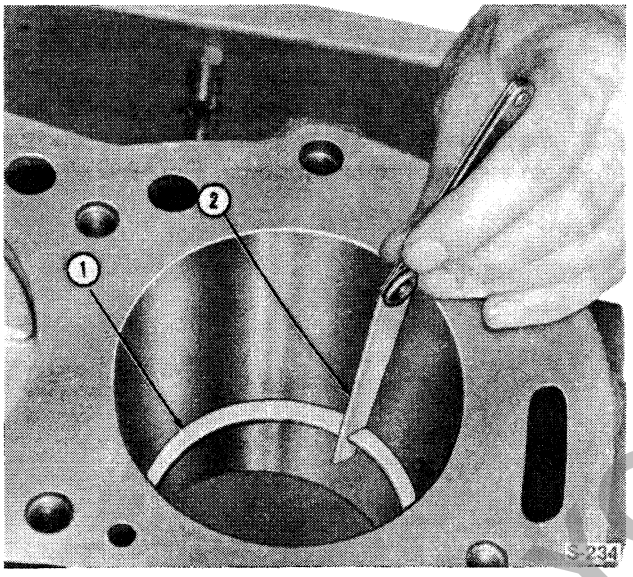

Figure 43
3. Check the piston rings for minimum gap prior to installation in the relevant cylinder, Figure 43. Use a piston crown to squarely locate the ring in the bore. New rings should be checked for side clearance in the piston as previously described in this Chapter.